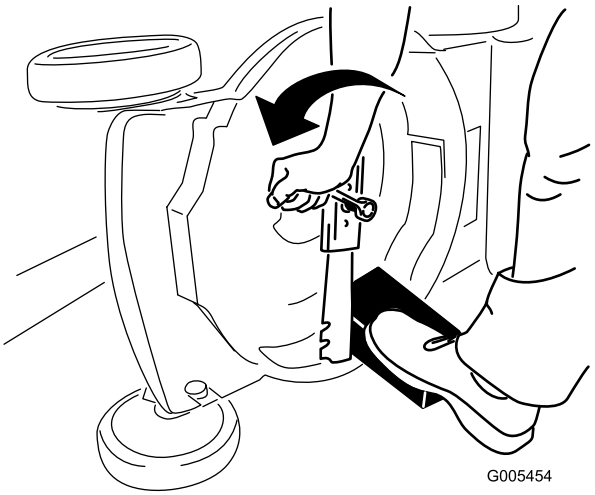

Figuur 21
3. Gebruik een blok hout om het mes stil te houden (Figuur 21).
4. Verwijder het mes en bewaar alle bevestigingselementen (Figuur 21).